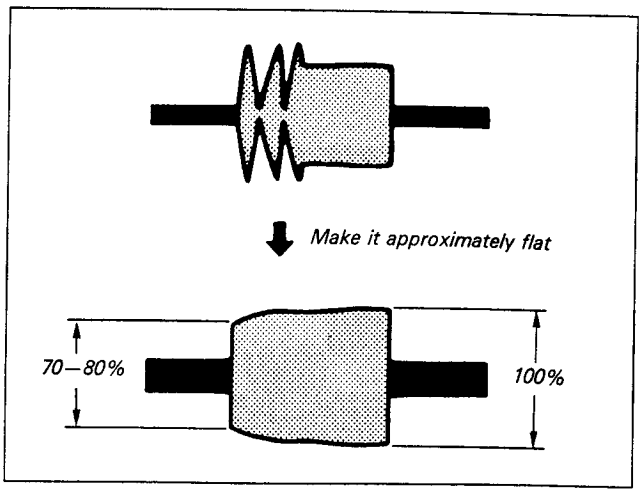

*Fig. 7-69.*
3) Slowly rotate the No.2 guide clockwise to make the entrance side waveform approximately flat. (See Fig. 7-69)